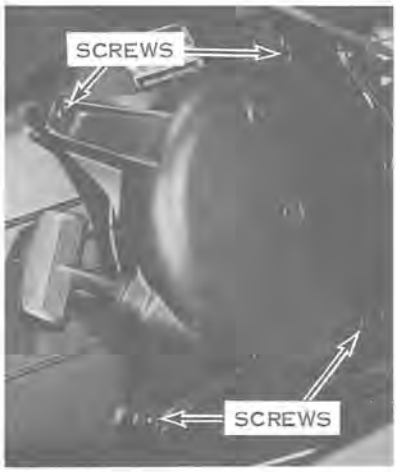

Figure 7-1
a. Remove four screws (see Figure 7-1) attaching manual starter assembly to fan housing. Remove starter assembly from fan housing.